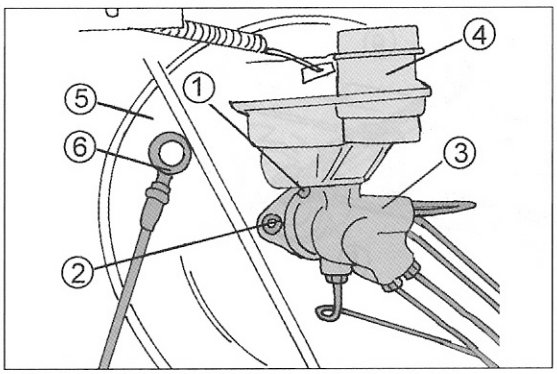
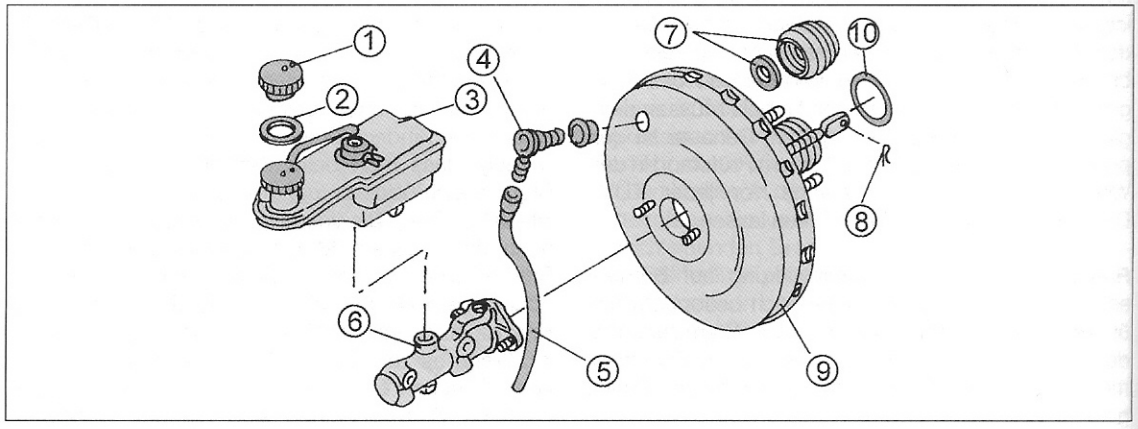

Bild 283
Bild 287
Der Bremsflüssigkeitsbehälter sitzt im Motorraum links hinten auf dem Hauptbremszylinder. Im durchscheinenden Behälter muss die Bremsflüssigkeit stets zwischen den Markierungen „MIN" und „MAXI" stehen. In Bild 283 können Sie sehen, wo der Flüssigkeitsstand abgelesen werden kann.
- Die beiden Muttern der Zylinderbefestigung abschrauben (Bild 283) und den Zylinder vom Bremskraftverstärker abziehen. Die Befestigung des Zylinders sowie des Bremskraftverstärkers ist in Bild 287 gezeigt.